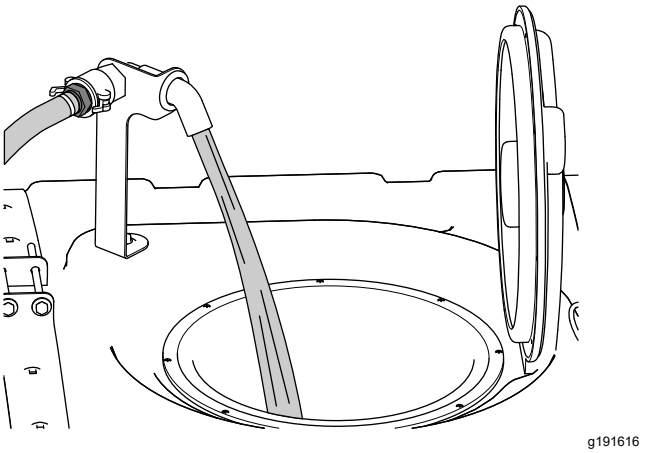

**Figur 25**
5. Tillsätt tre fjärdedelar av den vattenvolym som krävs i grässpridarens tank (Figur 25).